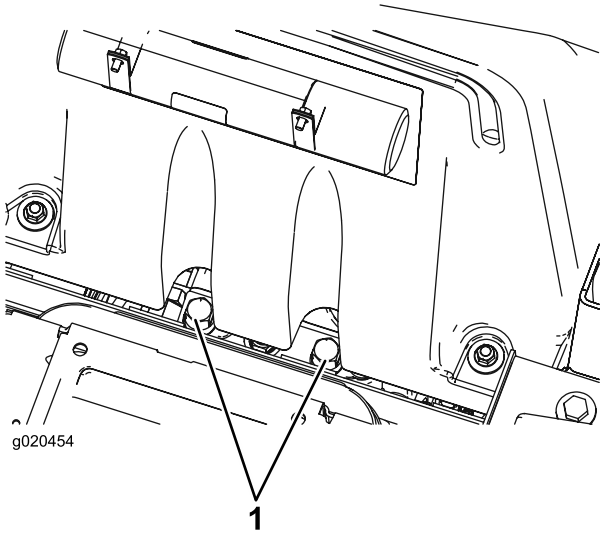

Figuur 31
1. Zet de stoel omhoog. De omloopkleppen bevinden zich onder de voorzijde van de brandstoftank (Figuur 31).